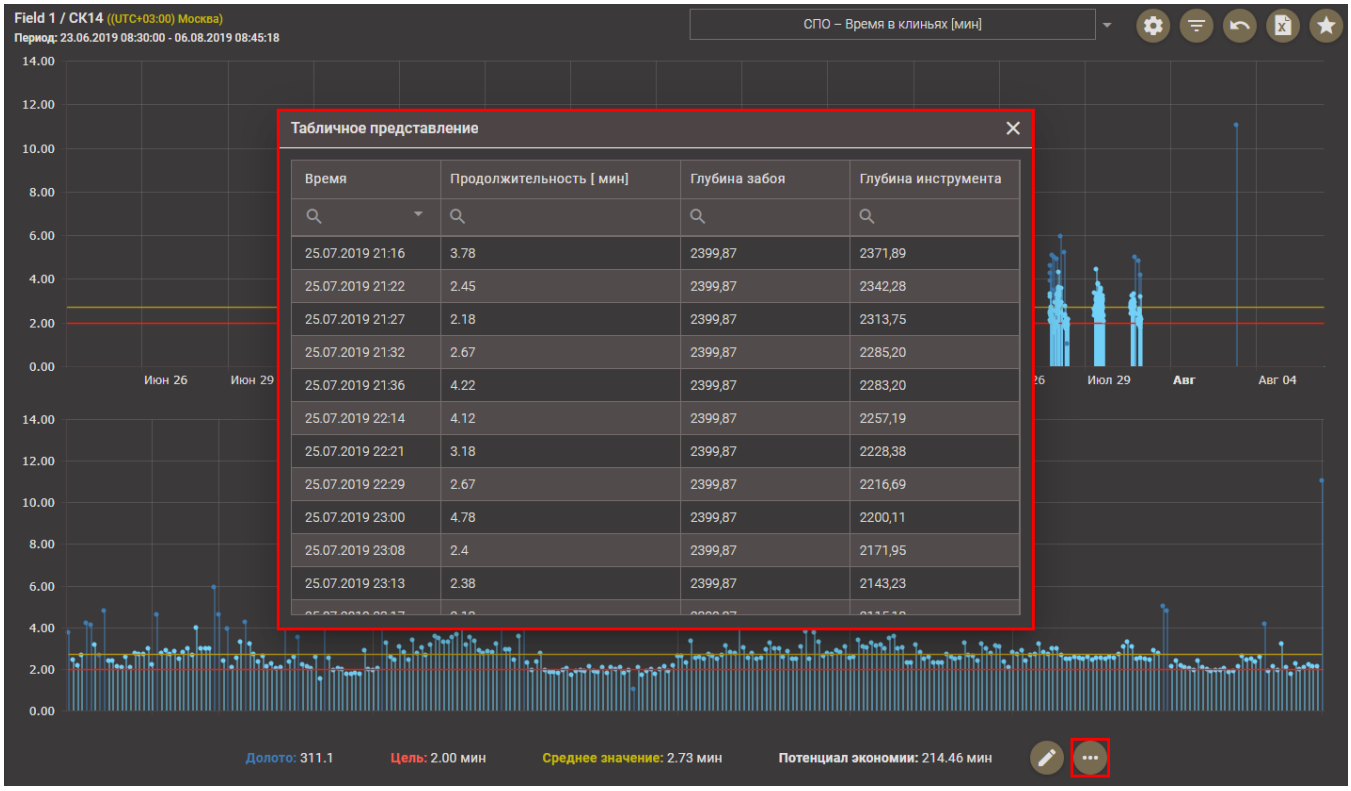

Рис. 2.54
4) В области отображения по нажатию на кнопку откроется окно ТАБЛИЧНОЕ ПРЕДСТАВЛЕНИЕ (рис. 2.54), в котором будут отображены следующие параметры: